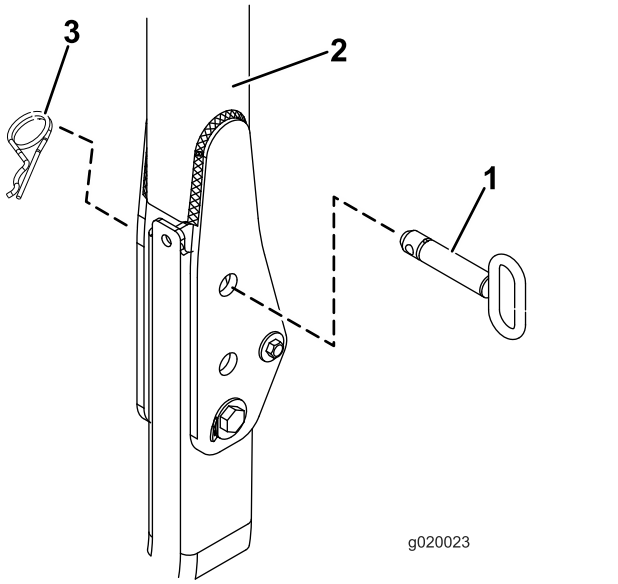

Figure 18
2. Pour les modèles 03820 et 03821, passez à l'opération 7. Pour tous les autres modèles, relevez l'arceau de sécurité et retirez les goupilles fendues ainsi que les 2 axes (Figure 18).